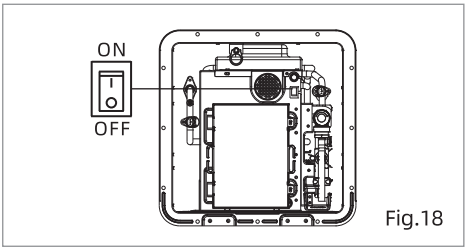

Fig.18
1. Mettez le commutateur d'alimentation (Fig.18) placé devant le chauffe-eau en position « OFF » (Arrêt).